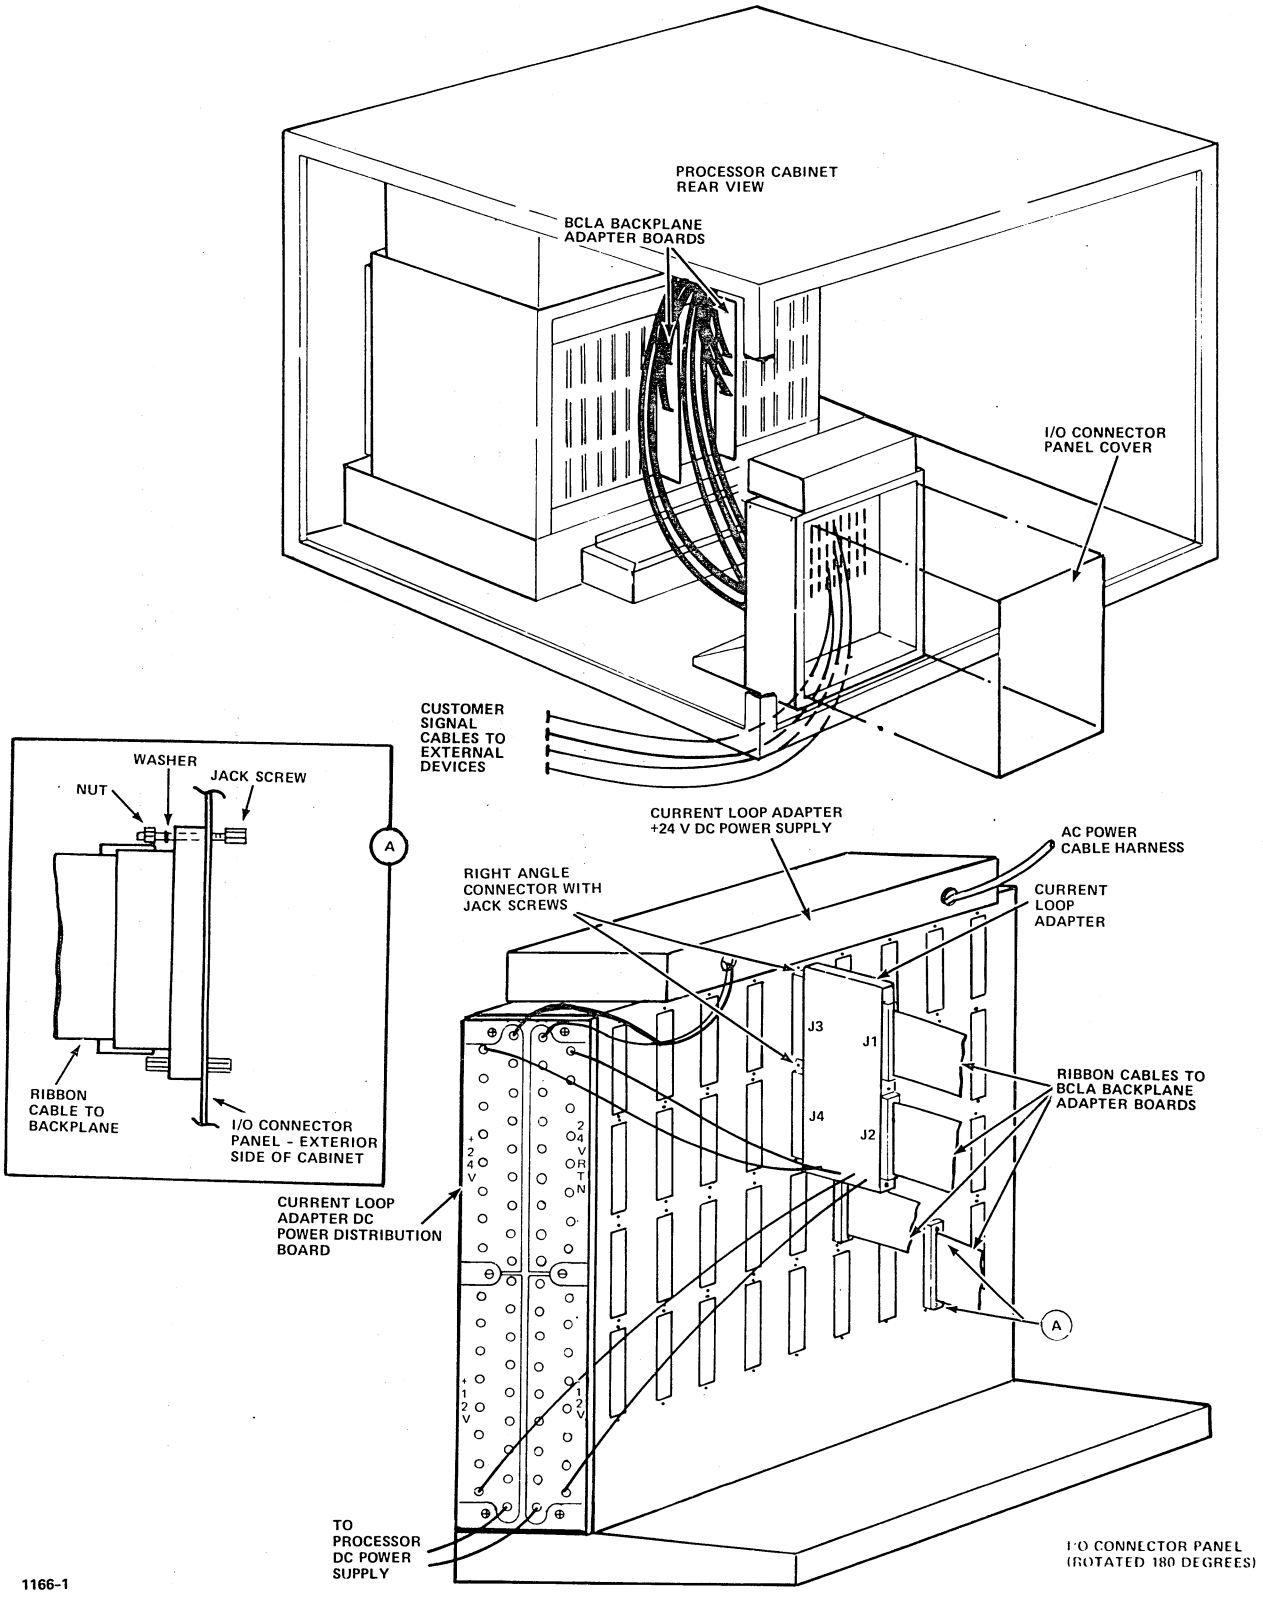
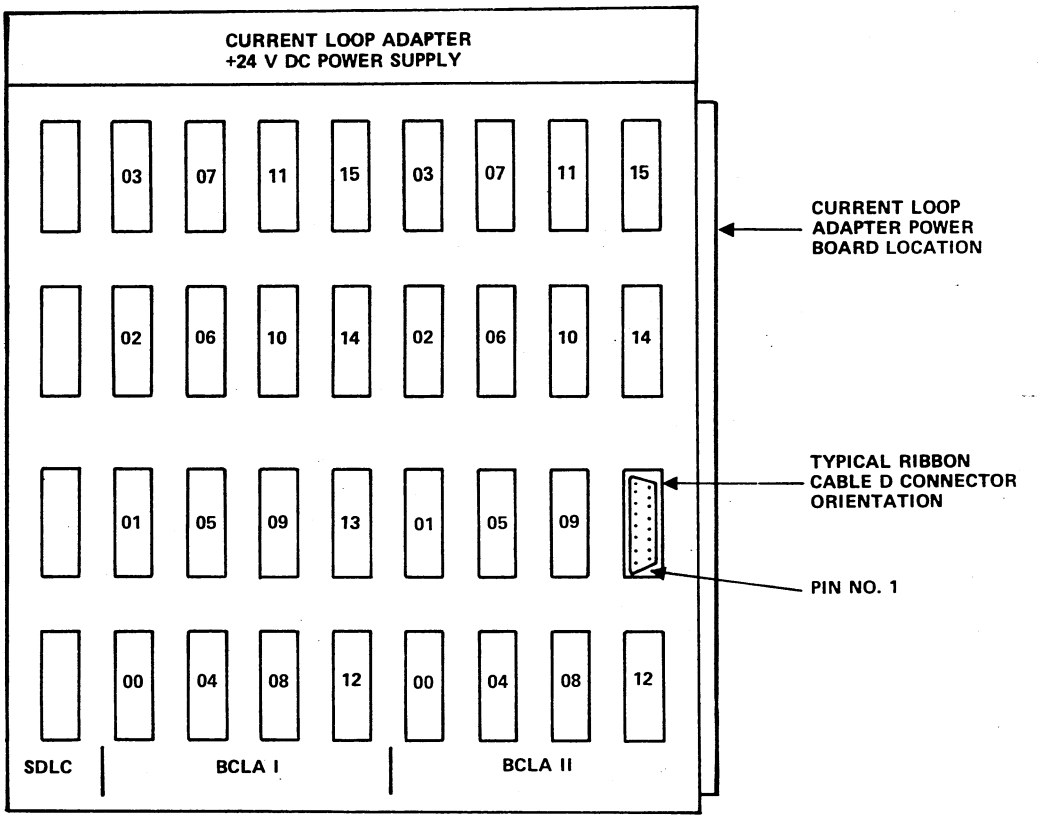

Figure 25-2. BCLA Signal Cabling Installation
Figure 25-3. I/O Connector Panel Cutout Assignments
1. Attach the primary (six-ribbon-cable) backplane adapter board to the assigned board slot backplane pins, as shown in figure 25-2. Verify as labeled on the adapter board connectors the starting and ending backplane pin numbers to which the adapter board should be securely mated.
3. Route the ribbon cables from the processor backplane to the I/O connector panel, as shown in figure 25-2. Maintain the cables in a neatly dressed bundle.
4. Select one ribbon cable at a time for attachment to the I/O connector panel. Verify the cutout assignments for each cable to be as labeled on the ribbon cable and shown in figure 25-3. Channel assignments are labeled on the back of each connector to coincide with the cutout numbers.
5. Insert the cable connector into the assigned cutout, with the D connector oriented as shown in figure 25-3.
6. Attach the D connector to the panel using the two jack screws, nuts, and washers provided, as shown in figure 25-2. Locate the jack screws within the I/O connector panel.
8. Attach the +12 V and -12 V dc power wires to the processor power supply output terminals using the spade terminals. Refer to figures 25-2 and 25-4. Observe proper polarity as follows:
Each current loop adapter accommodates two communication channels. Refer to figure 25-3 to select the installation position for the adapter.
When installing multiple current loop adapters, plan the location of each adapter (figure 25-3) before installing the first one. Start the installation by placing the first adapter into the highest numbered cutout (figure 25-3) of the designated row; that is, closest to the power distribution board. Continue to install adapters from high to low numbered cutouts of each row.
Refer to figures 25-3 and 25-4 and install the current loop adapters as follows:
1. If this installation is only a current loop adapter add-on, remove the processor cabinet left side and rear panels. Remove the I/O connector panel cover (figure 25-2).
3. Insert the adapter right angle output connectors (J3 and J4) into the cutouts, with pin 1 oriented as shown in figure 25-3. Connector J3 mates to the top or third row and connector J4 to the second or bottom row of the cutouts. The adapter power wires must be oriented down, as shown in figure 25-2.
4. Using the jack screws, nuts, and washers removed in step 2 or provided in the installation kit, secure the adapter to the connector panel, as shown in figure 25-2. Locate the jack screw within the I/O connector panel, as shown in figure 25-2.
To install the customer-supplied signal cables, refer to figure 25-2. Connect the cables between the interior of the I/O connector panel and the external devices. Ensure that the cables are mated to the intended BCLA channel ribbon cable D connector. The customer cables must exit the processor cabinet through the floor cutout within the I/O connector panel.